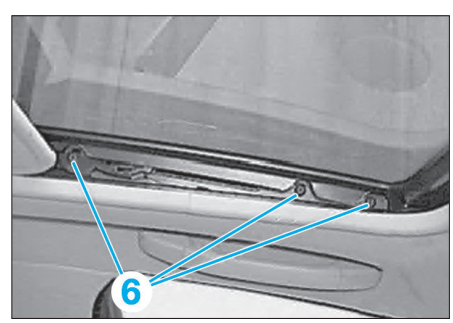

Fig. 134
• Dégager le soufflet (5) du guide inférieur en le faisant pivoter.
• Déposer les vis (6) à gauche et à droite **(Fig.134)**.